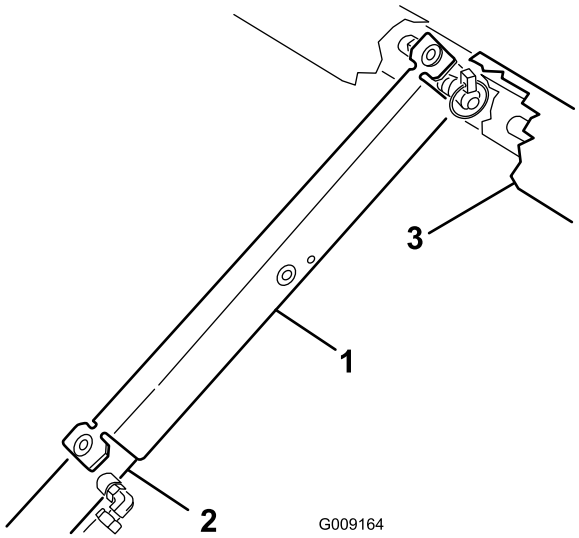

**Figur 32**
3. Skub ladstøtten ned over cylinderstangen, og sørg for, at tapperne på støtteenden hviler på cylinderløbets og cylinderstangens respektive ender (Figur 32).